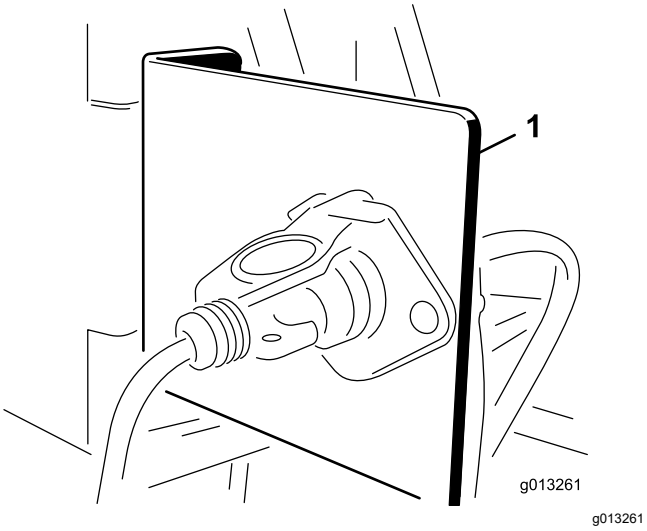

Figuur 10
1. Plaats de contrastekkerhouder op een vast punt achteraan het trekvoertuig door middel van een van de houders (Figuur 10).